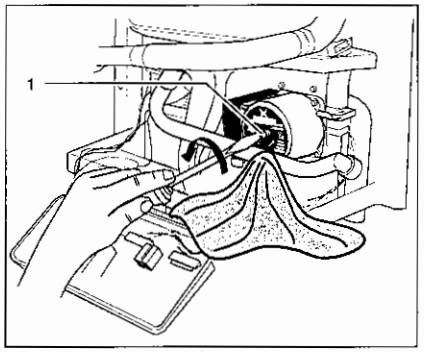

afb. 24 Ontluchtingsschroef van de circulatiepomp losdraaien
- Draai de ontluchtingsschroef (afb. 24, **pos. 1**) aan de voorkant van de circulatiepomp 2 omwentelingen los.